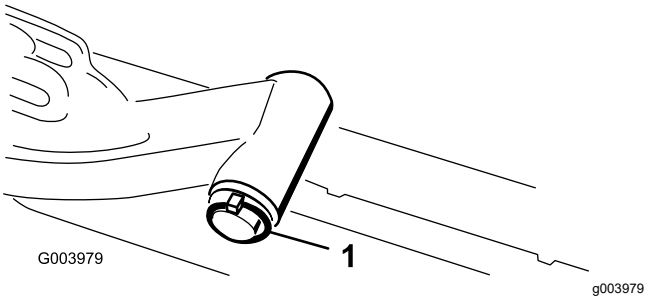

Figur 11
1. Fjern ringstiften og skiven som fester løftearmens dreieaksel til løftearmen og skyv løftearmens dreieaksel ut av løftearmen (Figur 11).
3. Før inn løftearmsakselen i løftearmen og fest den med skiven og ringstiften (Figur 11).